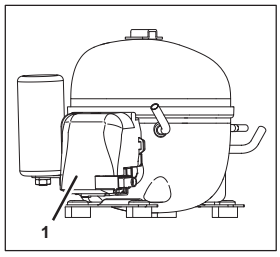

Fig. 100
1. Remove the cover (Fig. 100/1) from the electrical assembly.
6. Attach the cover (Fig. 100/1) of the electrical assembly.